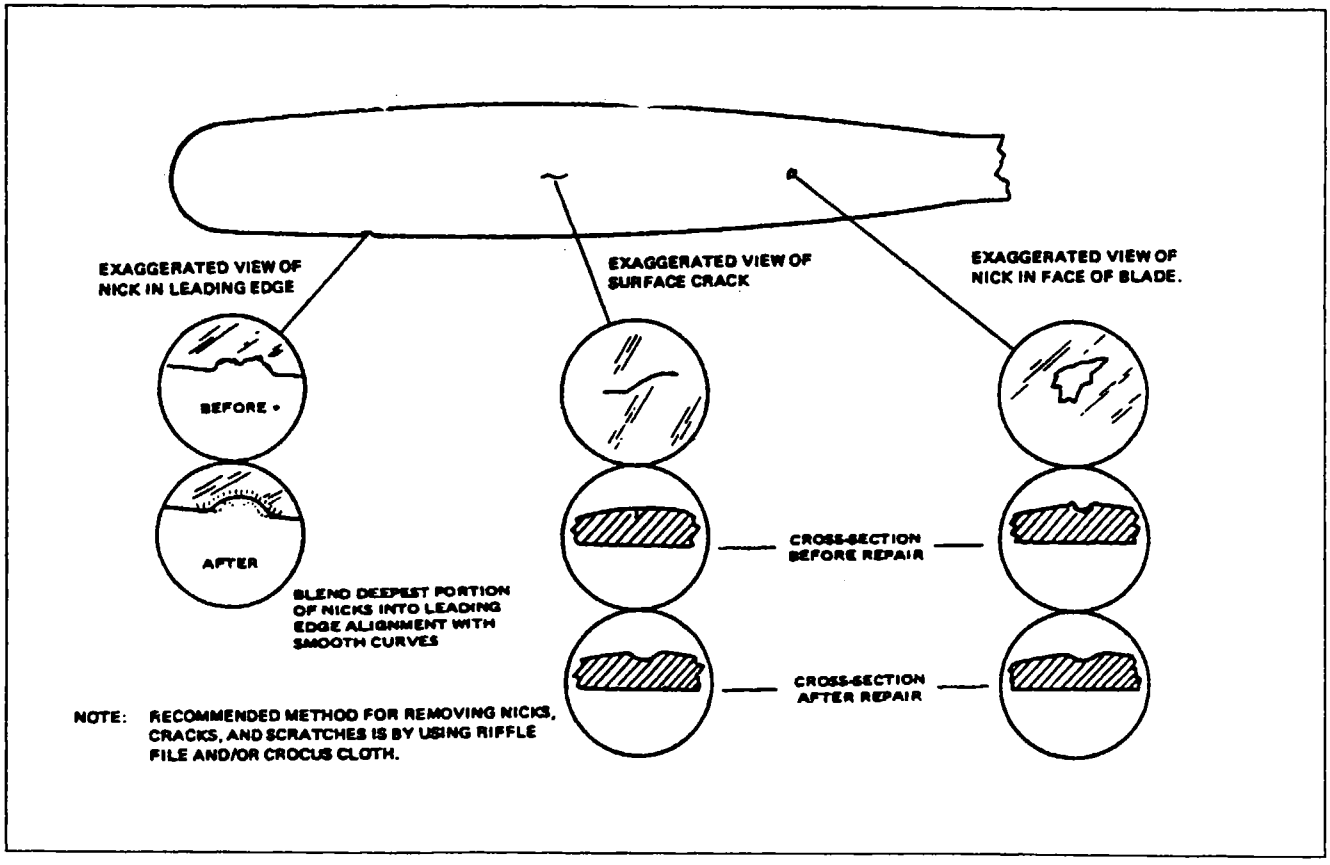

Figure 8-5. Typical Nicks and Removal Method
e. Inspect blades for damage or cracks. Nicks in the leading edges of blades sometimes provide the conditions that allow fatigue cracks to start, and should be filed out and all edges rounded. Use fine emery cloth for finishing. Refer to Figure 8-5 for propeller blade care.